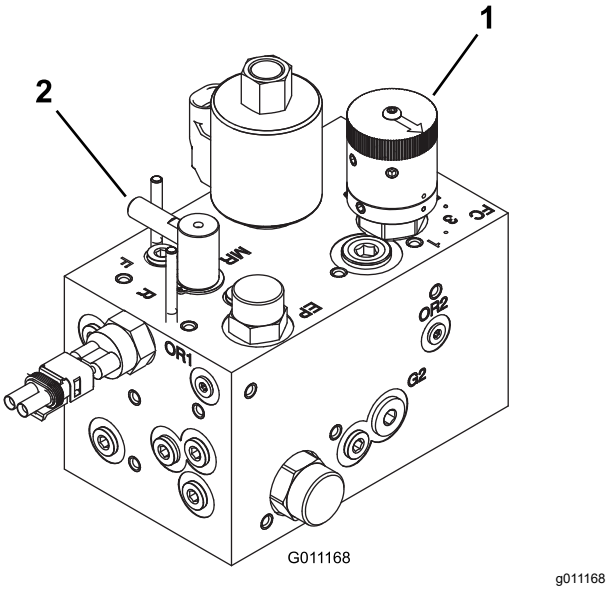

Figuur 49
3. Draai de regelknop voor het toerental van de messenkooien (Figuur 49) op het messenkooitoerental dat u hebt bepaald in stap 1.